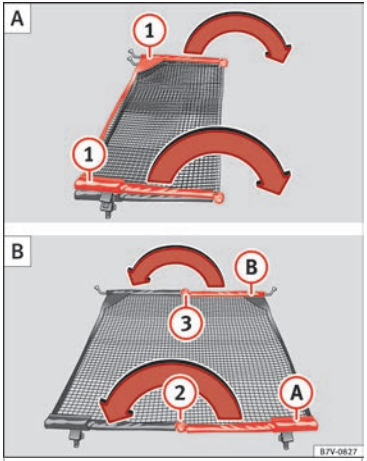

Afb. 166 Klap het scheidingsnet uit (1) en weer dicht (2) en (3).
De dwarssteunen van het scheidingsnet ››› **afb. 166** (1) volledig uitklappen in de richting van de pijl uit tot een "klik" te horen is.
- Druk de ontgrendelingsknop ››› afb. 166 (2) in en klap terwijl u de ontgrendelingsknop ingedrukt houdt de steun (A) in de richting van de pijl.
- Druk de ontgrendelingsknop ››› afb. 166 (3) in en klap terwijl u de ontgrendelingsknop ingedrukt houdt de steun (B) in de richting van de pijl.